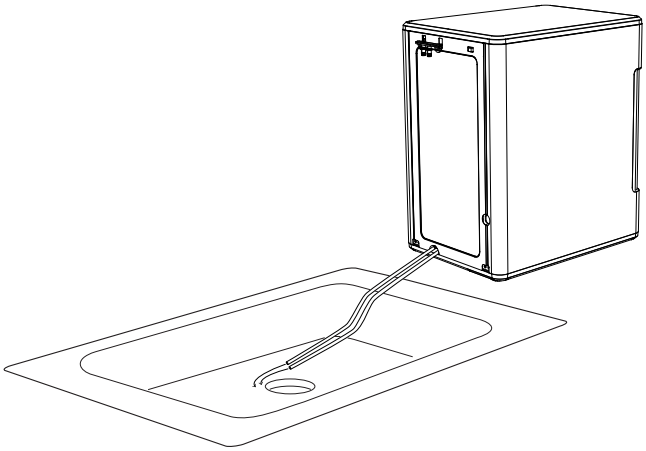

Figura 5
6. Desenganche la parte superior de las mangueras de drenaje sobre la parte trasera de la unidad. Consulte la Figura 5.